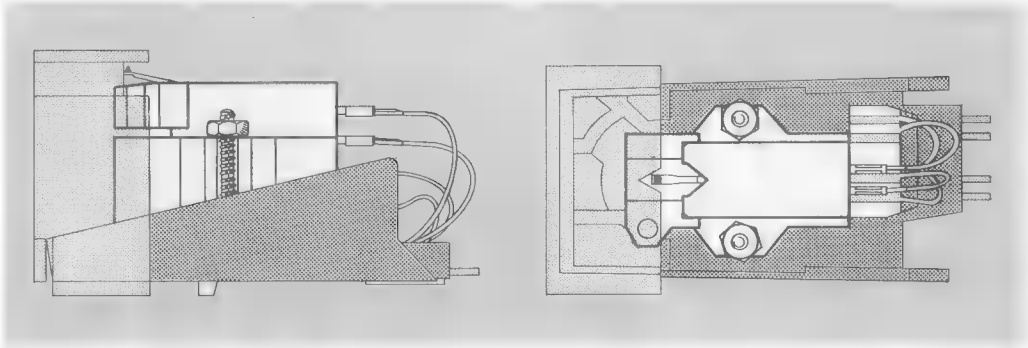

Fig. 26
2. Befestigen Sie das Tonabnehmersystem unter Verwendung des dem Tonabnehmersystem beigefügten Zubehörs auf dem Systemträger. Zu beachten ist, daß das Tonabnehmersystem mit der Systemlehre am geometrisch richtigen Ort im Systemträger montiert wird (Fig. 26).
2. Using the hardware provided, mount the cartridge on the cartridge holder. Use the gauge to make sure that the cartridge is mounthe in the geometrically proper place in the cartridge holder (Fig. 26).